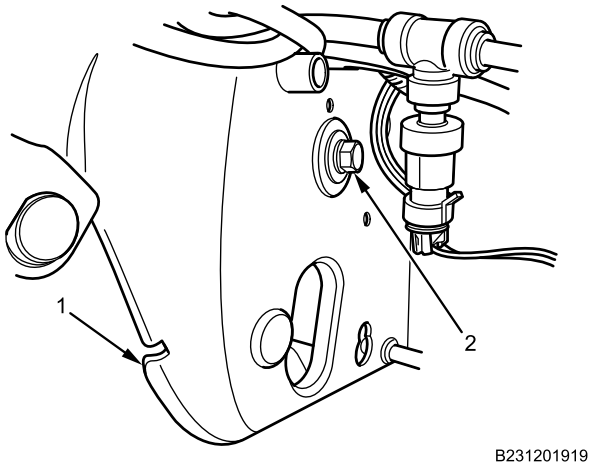

Figure 5. Brake Pedal Pivot Bolt.
4. Install brake pedal pivot washer and bolt (Figure 5, Item 2) on DCM (Figure 5, Item 1) and torque to 21-27 lb-ft (29-37 N•m).